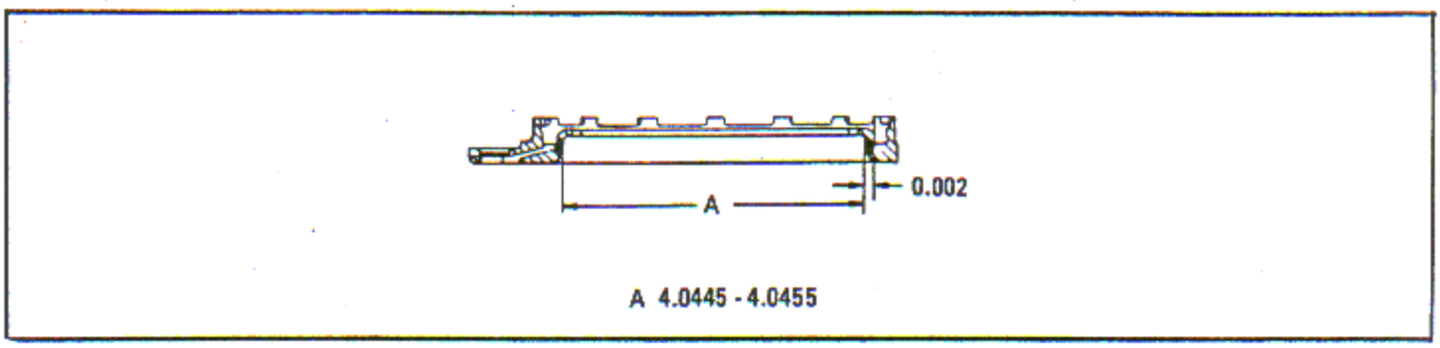

Figure 6-272. Knuckle Pin Lock Plate
d. Copper plate counterbore to a maximum thickness of 0.002 inch as shown in figure 6-272.